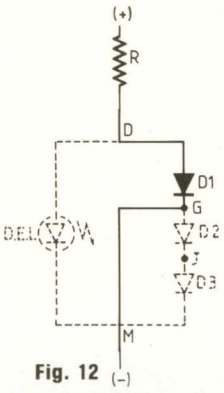

Fig. 12
– Déposons la liaison JM et plaçons-la entre G et M, comme indiqué sur le schéma de la figure 12. La seule diode D1 est sûrement conductrice, puisque la diode électroluminescente demeure éteinte. C'est tout simplement parce que la diode à jonction (silicium) maintient 0,7 volt entre son anode et sa cathode, que la LED est sous-alimentée, nettement, recevant 0,7 volt au lieu du 1,6 volt dont elle a besoin pour devenir conductrice, passante et s'éclairer...